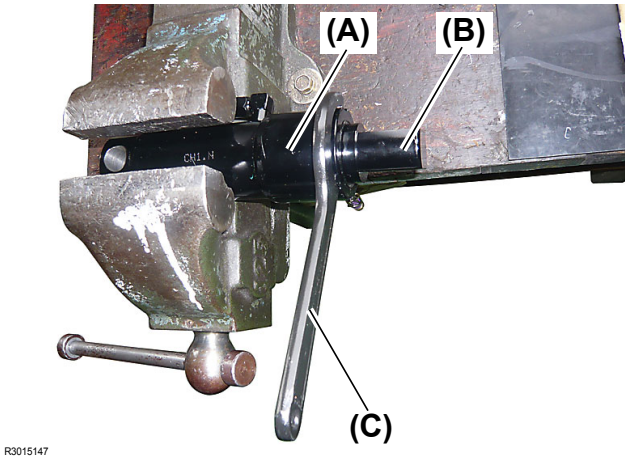

Fig. 4
2. Secure the lift cylinder **(Fig. 4, (A))** in a vise and remove the head cover **(Fig. 4, (B))**.